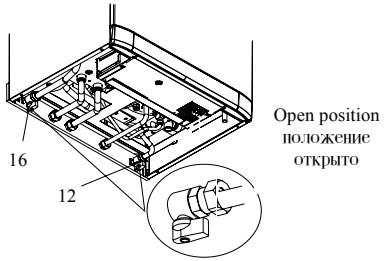

Fig. 6.1
2. Open the gas cock 16 (Fig. 6.1) on the appliance and check the gas connector on the appliance for leaks.
2. Откройте газовый кран 16 (рис. 6.1) на устройстве и проверьте подключение на наличие утечек.
2. Open the cold water inlet cock 12 (Fig. 6.1).
2. Откройте кран подачи холодной воды 12 (рис.6.1).